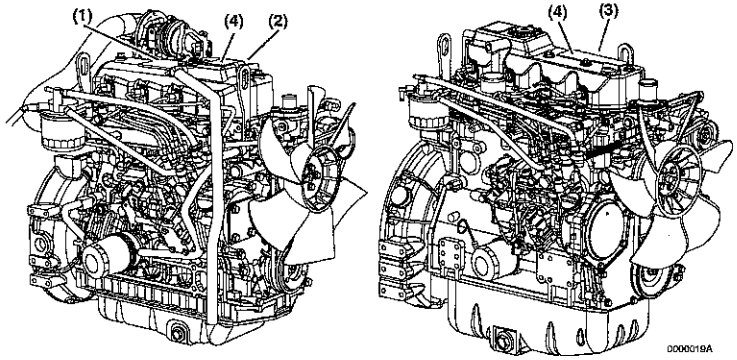

Figura 4
La **Figura 4** mostra la posizione delle etichette contenenti le informazioni regolatorie e di sicurezza sui modelli di motore Yanmar a iniezione diretta della serie TNV.
La figura mostra la posizione tipica delle etichette contenenti le informazioni relative al controllo delle emissioni per i motori 4TNV84, 4TNV84T e 4TNV88 **(Figura 4, (1))**.
La posizione tipica delle etichette contenenti le informazioni relative al controllo delle emissioni per i motori 3TNV82A, 3TNV84, 3TNV84T e 3TNV88 è sul lato scarico del coperchio dei bilancieri **(Figura 4, (2))**.
La posizione tipica delle etichette contenenti le informazioni relative al controllo delle emissioni per i motori 4TNV94L, 4TNV98, 4TNV98T, 4TNV106 e 4TNV106T è sul lato scarico del coperchio dei bilancieri **(Figura 4, (3))**.
La figura mostra la posizione tipica dell'etichetta che riporta il modello di vari motori Yanmar TNV **(Figura 4, (4))**.